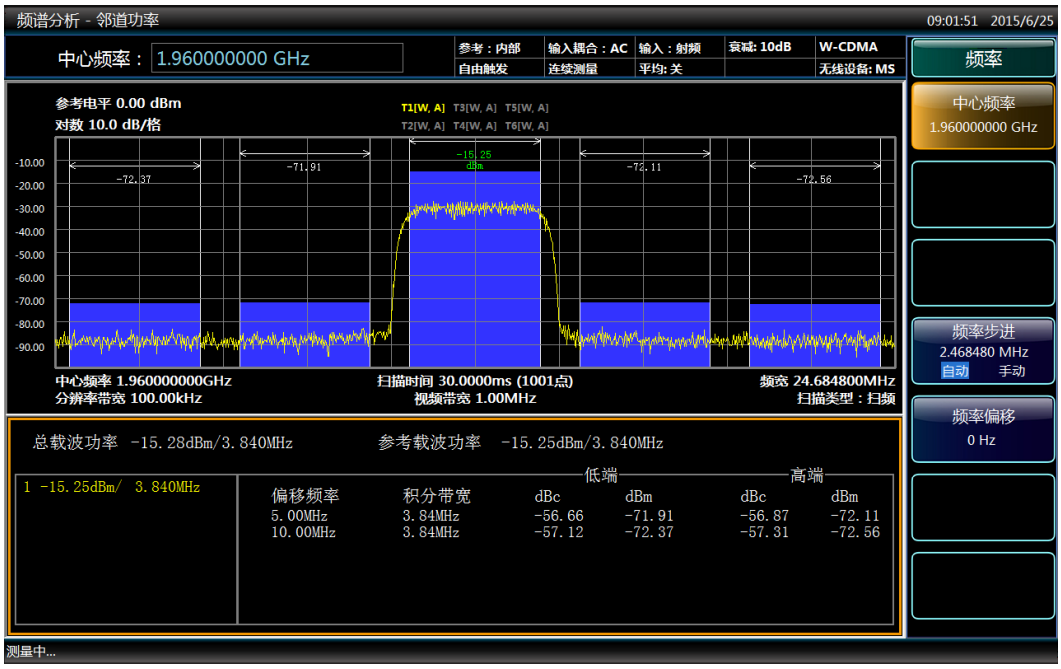

图 4.66 邻道功率测量结果
- 邻道功率测量结果显示如图 4.66 所示。偏移频率、积分带宽、频宽设置等